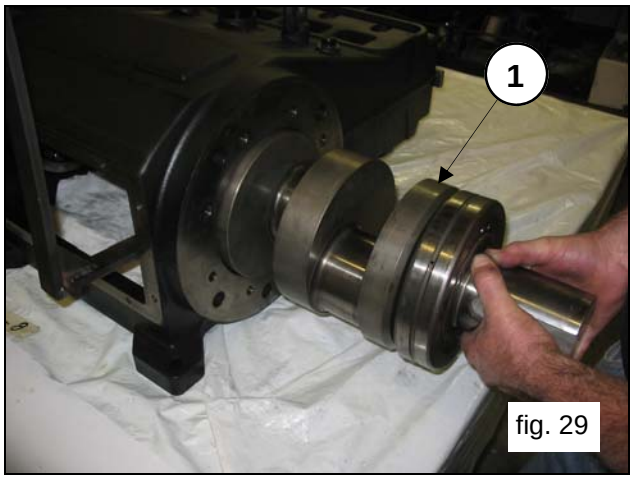
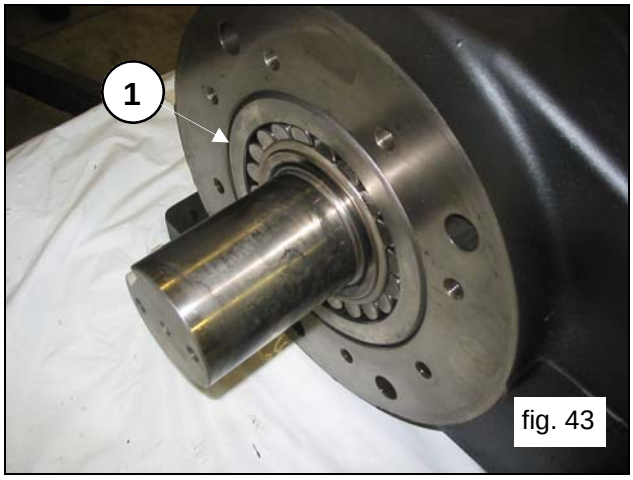

fig. 29
fig. 43
Remove the shaft and the bearing (pos.①, fig.29).
Insert the shaft (pos.①, fig.29) until the pre-assembled bearing is aligned with the edge of the crankcase (pos.①, fig.43).